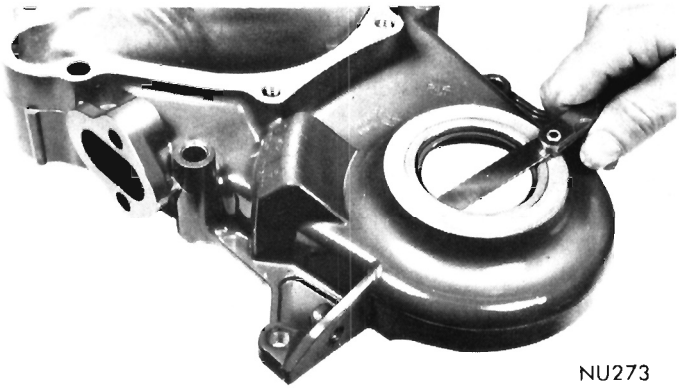

Fig. 31—Inspecting Seal for Proper Seating
(9) Seal is properly installed when neoprene is tight against face of cover. Try to insert a .0015 feeler gauge between neoprene and cover (Fig. 31). If the seal is installed properly, the feeler gauge cannot be inserted. **Do not over compress neoprene.**